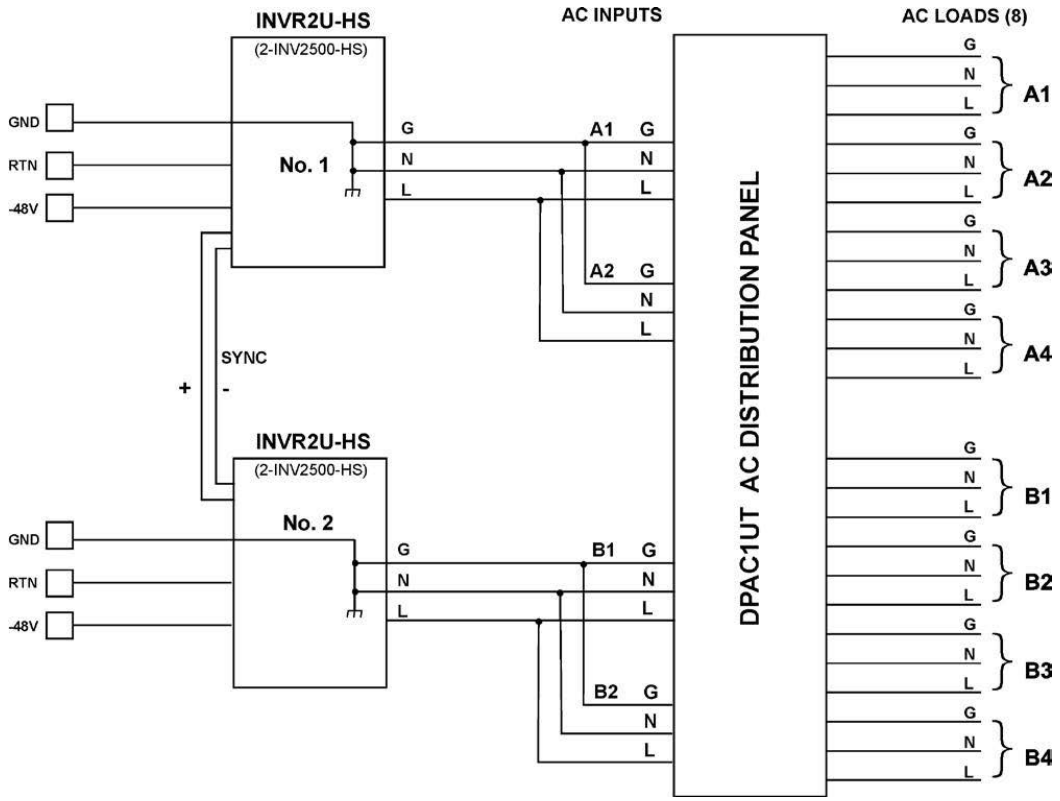
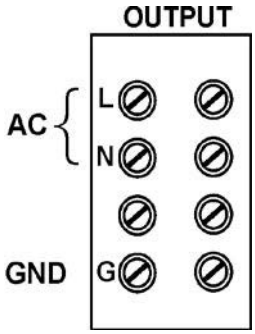

Figure 8 - Two 115VAC Shelves in Parallel Using AC Distribution Panel
Figure 9 - Two 115VAC Shelves in Parallel Using AC Distribution Panel
13.4 Figure 8 shows four INV2500-HS inverter modules in two INVR2U-HS shelves connected in parallel to give 10KVA of AC output at 115VAC. The AC output is distributed by a DPAC1UT AC Distribution Panel made by UNIPOWER. Note that only 115VAC inverter modules can be used with the DPAC1UT distribution panel, and not the 230VAC. Note also that only the “T” (Terminal Strip) Option of the DPAC1U can be used with these inverters and that, as shown in Figure 9, the A side AC input terminals must be strapped in parallel, i.e., A1G to A2G, A1N to A2N and A1L to A2L; in the same way, the B side AC input terminals must also be strapped in parallel.
14.4 Connect an AC load to the proper output screw terminals. See Figure 9 for the output screw terminal connections. Connect the load of approximately 10 amperes for 115VAC output or 5 amperes for 230VAC output across the output of the inverter shelf.